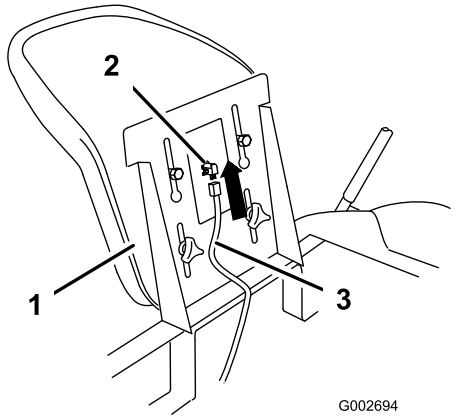

Figure 6
5. Connectez le faisceau du contacteur de siège au contacteur situé dans la base du siège, comme illustré (Figure 6).